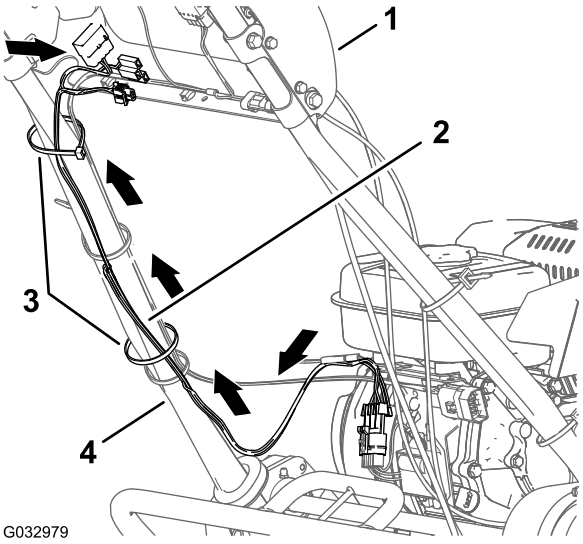
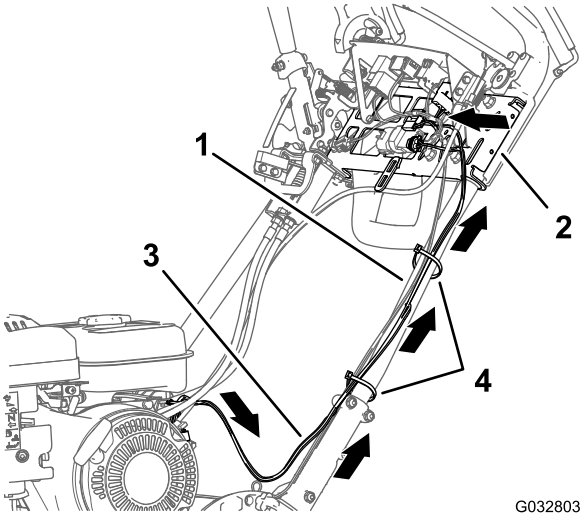

Figura 10
Figura 11
1. Pase el arnés de cables desde el soporte hacia el manillar izquierdo (Figura 10 y Figura 11).
2. Pase el arnés de cables a lo largo del manillar izquierdo y por el soporte de los manillares (Figura 11).
3. Sujete el arnés de cables con dos sujetacables como se indica en Figura 10 y Figura 11.